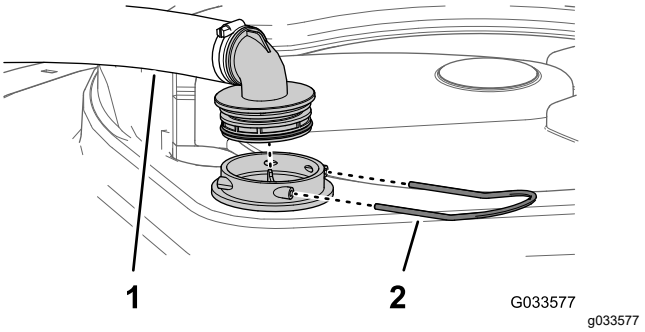

Figur 49
2. Ta bort hållaren som fäster slangnippeln på den stora slangen och filterkåpan på tankens ovansida (Figur 49).
3. Ta bort slangen och slangnippeln från filterkåpan (Figur 49).